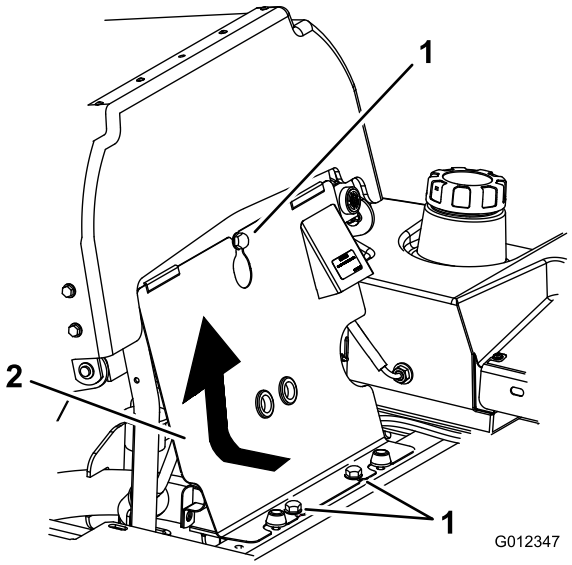

Figur 63
3. Vip sædet frem, løsn boltene, og fjern motorens frontpanel (Figur 63).